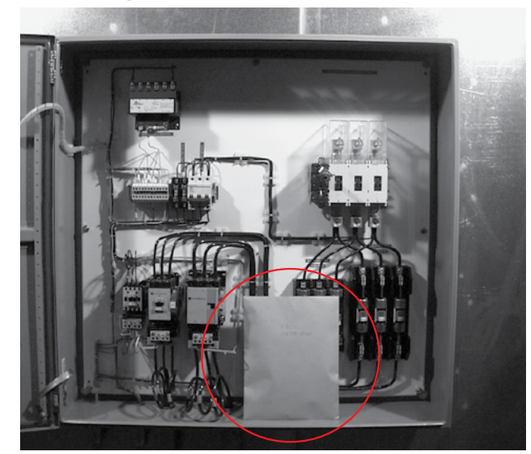

FIGURE 3. An envelope with the packing list and other pertinent information is found inside the electrical box.
1) A packing list is supplied with each shipped system (See **FIGURE 3**). The list should be compared with arriving shipments to ensure that all modules and equipment have been delivered in good condition. Visible damage should be noted on the trucker's bill of lading when receiving the unit.